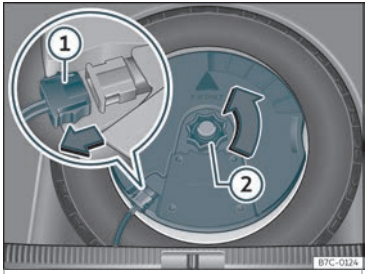

Abb. 217 Im Gepäckraum: Subwoofer ausbauen.
- Klemmen Sie das *Subwoofer*-Lautsprecher-Kabel ab››› Abb. 217 ①.
- Drehen Sie das Befestigungshandrad entgegen dem Uhrzeigersinn heraus ››› Abb. 217 ②.